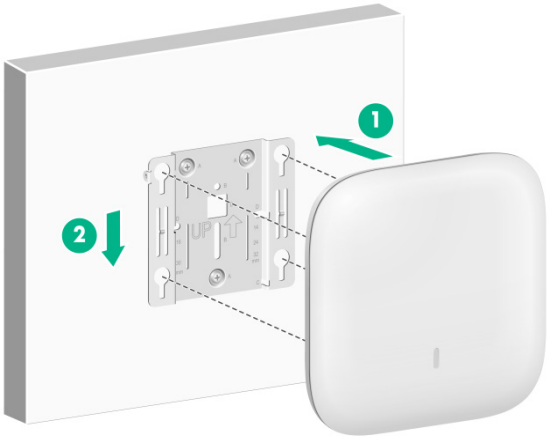

図 3-20 装置のブラケットの取り付け
6) AP の背面にある 4 つのペグをブラケットのキー穴スロットに差し込み、図 3-20 に示すように、カチッと音がするまで AP を下にスライドさせます。